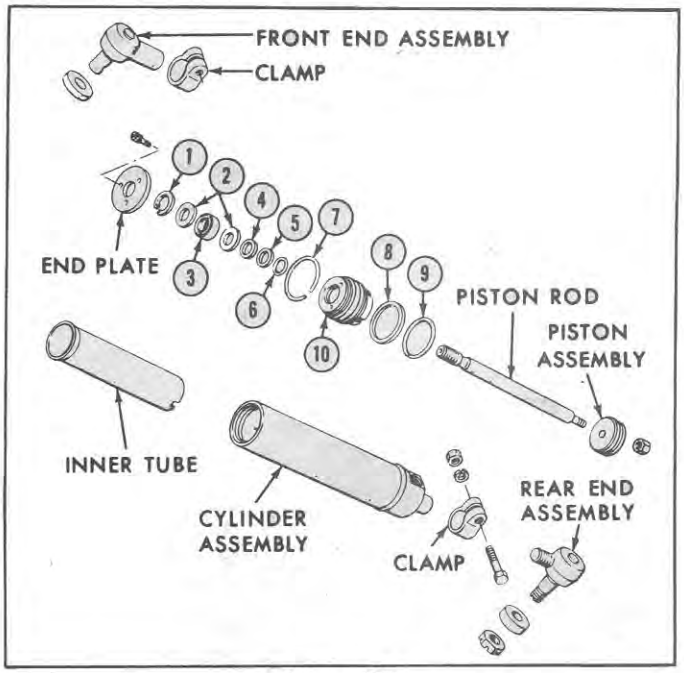

Figure 100
1. Remove the clamp bolts, nuts and lock washers, Figure 100, and separate the two end assemblies from the cylinder. Remove the clamps.
3. Depress the cylinder gland (10), Figure 100, and insert a punch through the hole in the side of the cyl-
KEY FOR FIGURE 100
IMPORTANT: *A new cylinder seal kit should be installed whenever the cylinder is disassembled. Two seal kits are available: one which includes items (1) through (9), Figure 100; and one which includes items (1) through (10).*
1. Install the piston assembly, Figure 100, on the piston rod and secure with the hex lock nut. Tighten the nut to a torque of 30-35 lbs. ft. (4.15-4.84 kgm).
2. Using a new seal kit, and if necessary, a new cylinder gland, install the items (1) through (10) onto the piston rod in the order shown in Figure 100.